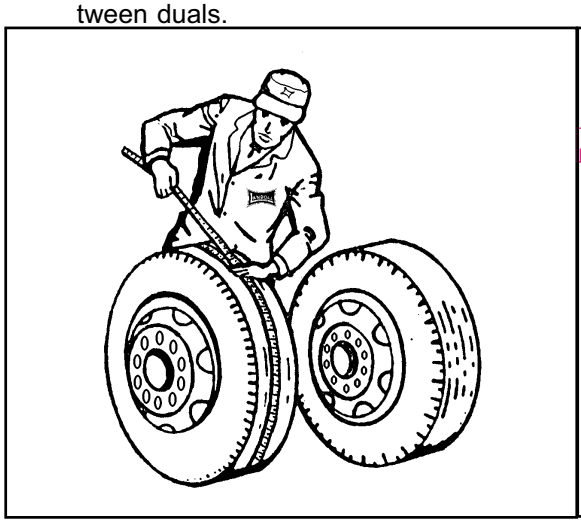

**Figure 4-16 Measuring Tape Method**
**a. Tape Measuring Method**: Measure around each tire on the tread surface. A maximum difference of 3/4" is allowed between the two mating tires of a dual **(See Figure 4-16).**